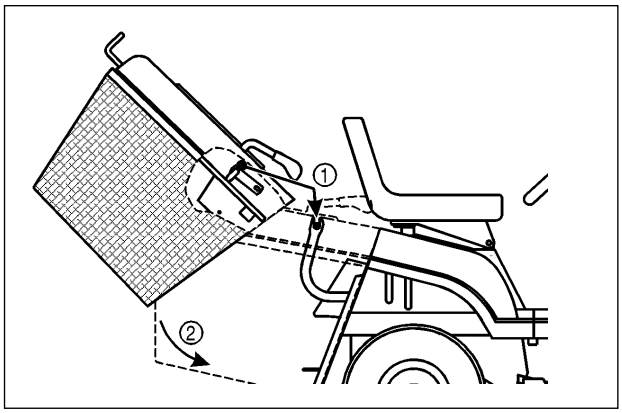

*Fig. 6*
## PLACING THE GRASS COLLECTOR ON THE TRACTOR (FIG. 6)
1. Lift the grass collector assembly with both hands. Slant it to an angle of approximately 40° (fig. 6).